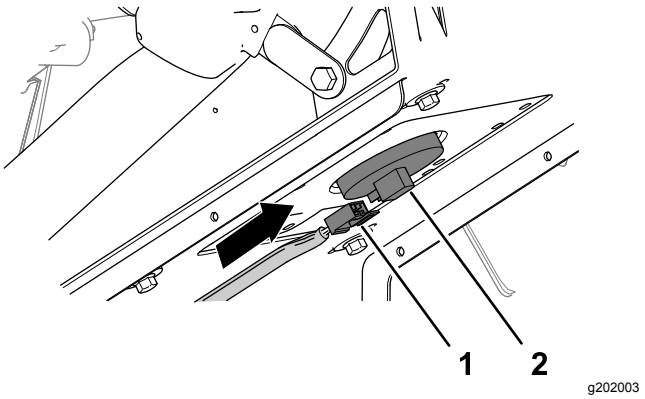

Figur 225
6. Sæt stikket med 2 sokler på maskinens ledningsnet i stikket til sædekontakten, indtil stikkene låser sikkert på plads (Figur 225).